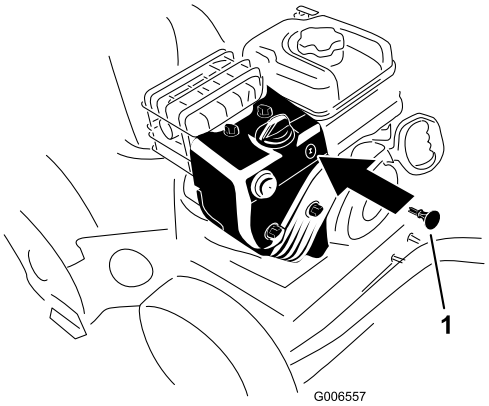

Figur 20
3. Sett inn tenningsnøkkelen (Figur 20).